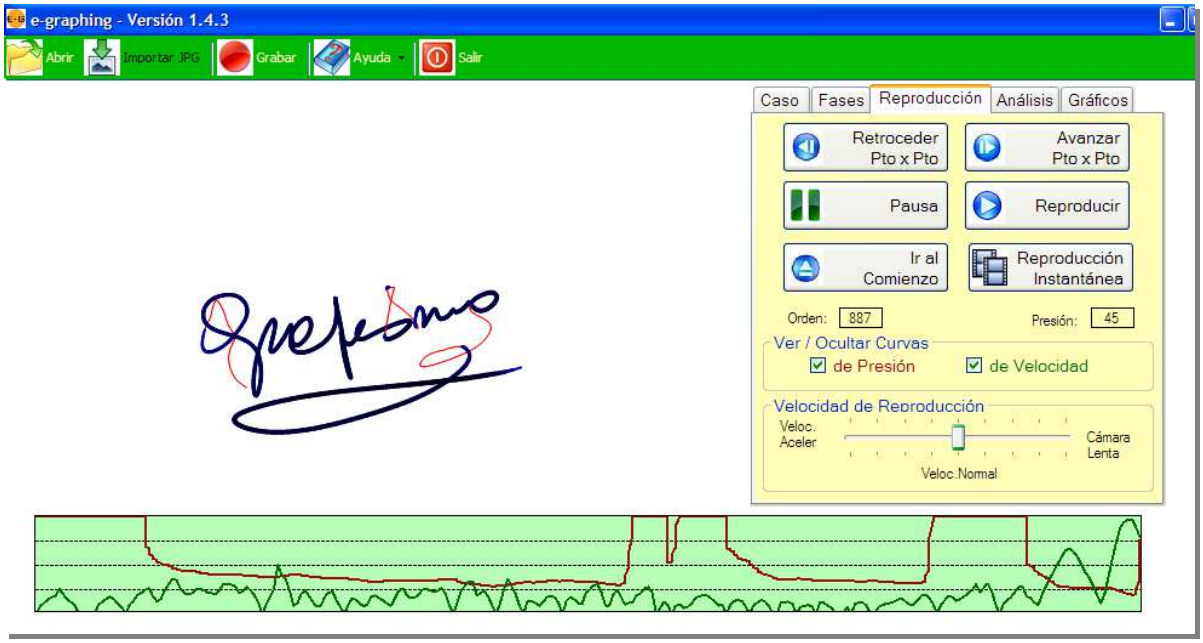

Figura 8: Visualización de la solapa REPRODUCCIÓN.
3. REPRODUCCIÓN: Esta solapa permite repetir la visualización del movimiento gráfico (Figura 8), tal como se realizó originariamente. Tiene funciones para: